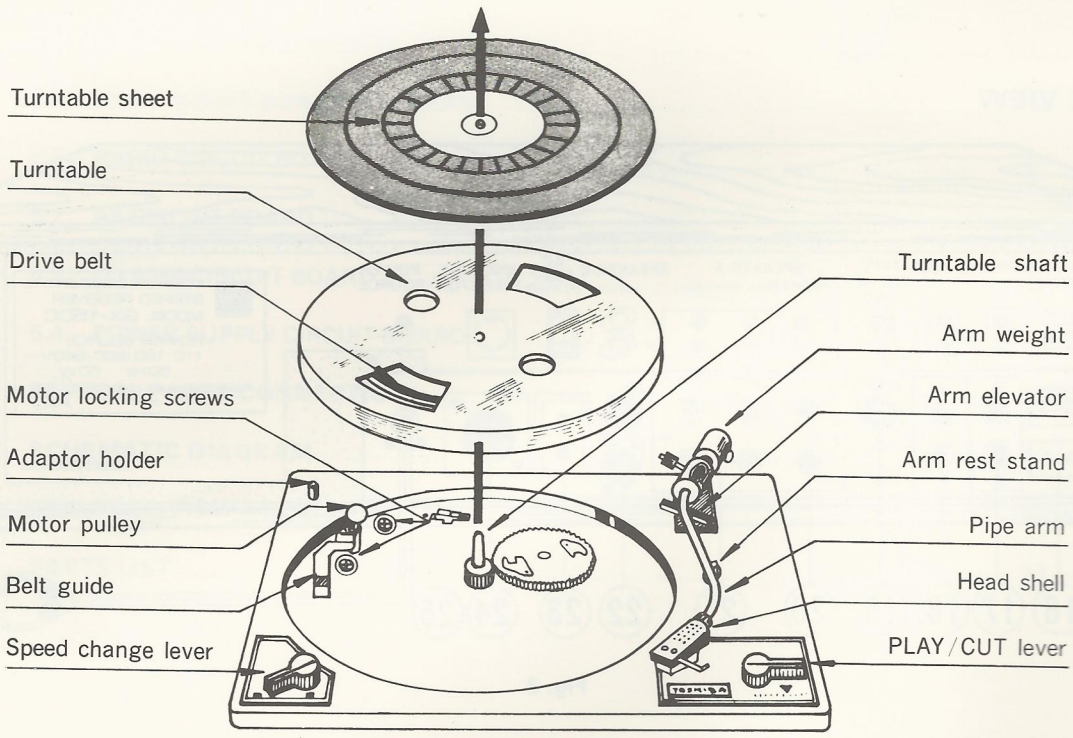

Fig. 3
1. Be sure to remove two screws locking the motor as shown in figure 3.
2. Place the turntable on the turntable shaft setting the belt as shown in figure 3 and 4.